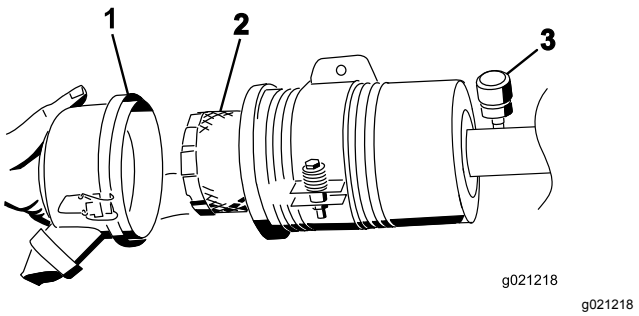

Figur 73
4. Ta ut og skift ut filteret (Figur 73).